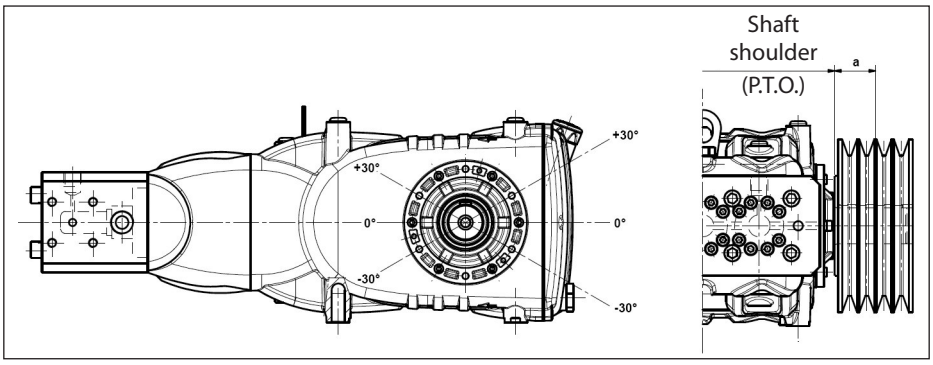

Fig. 11
The radial load on the shaft must not exceed 7500 N (value necessary for Layout definition). The transmission is considered adequate if the load is applied to a maximum distance **a=40 mm** from the shaft shoulder (P.T.O) as shown in Fig. 11.
b) Use high performance belts – for example **XPB** instead of **SPB** – as a lower quantity of belts for the same transmitted power may be necessary and a consequent shorter resulting distance compared to the shaft shoulder (P.T.O) "a" of Fig. 11.
e) Follow the direction of the belt pull as shown in Fig. 11 for other needs, contact our ***Technical*** or ***Customer Service Departments***.